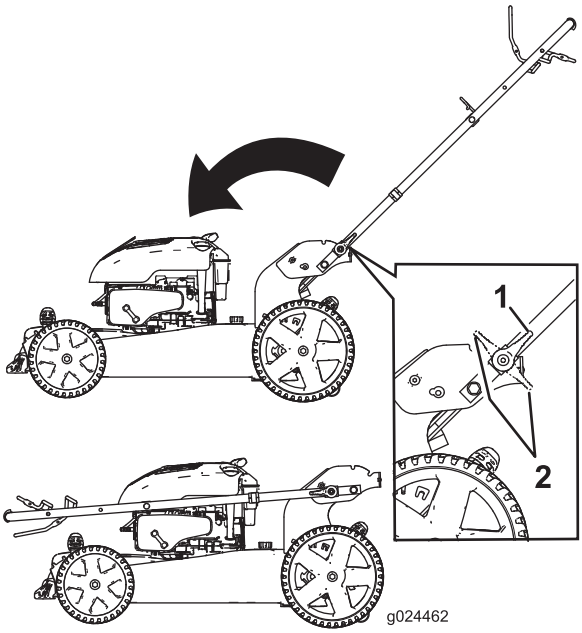

Figura 18
3. Disinnestate i fermi delle stegole (Figura 18).
4. Piegate la maniglia completamente in avanti (Figura 18).